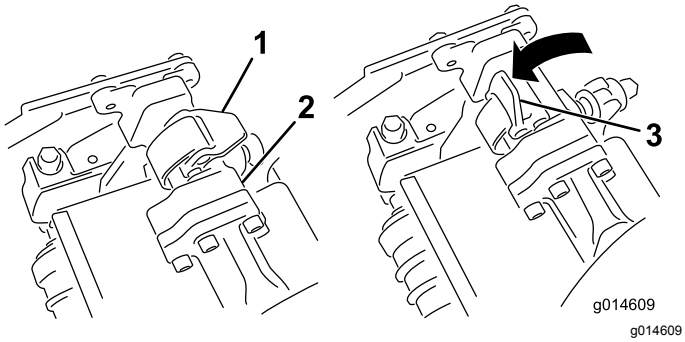
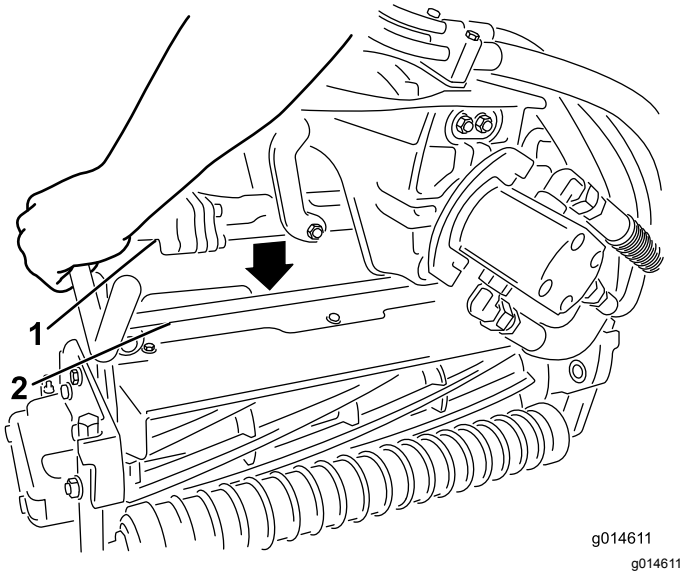

Figur 29
Figur 30
3. Låt spärrarna på upphängningsarmstången peka uppåt (dvs. de ska vara öppna) (Figur 29) och tryck upphängningsarmen nedåt så att stången passar över stången över ovansidan av klippenheten (Figur 30).
4. Fäll spärrarna nedåt och runt klippenhetsstången och lås dem på plats (Figur 29).
4. Öppna spärrarna på upphängningsarmstången på den klippenhet som du tar bort (Figur 29).